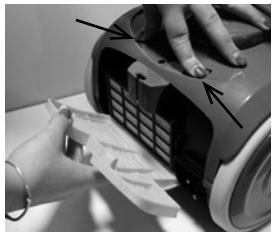

Abb. 6
1. Gitter des Luftausgangs im hinteren Teil des Staubsaugers öffnen (Abb. 6).